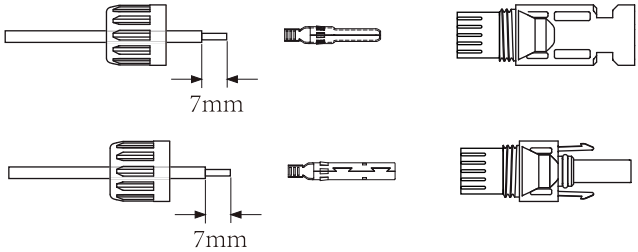

Figura 5.3 Desmonte a capa do conector
a) Desencape o fio DC cerca de 7 mm, desmonte a porca da capa do conector (ver figura 5.3).